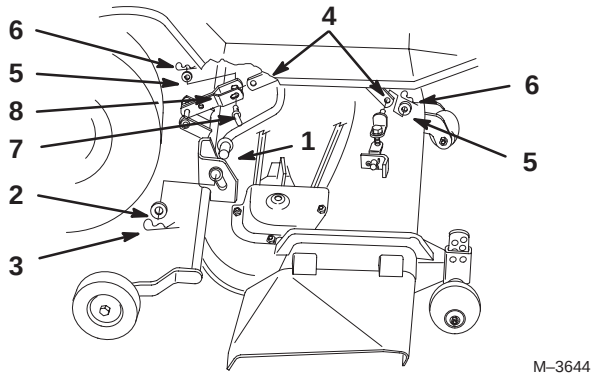

Figure 10
5. Place rear guide bushings, first left side then right, onto lift arms then slide deck left into position (Fig. 10).
6. Secure deck to rear lift arms with 3/4” washers and large hairpin cotters (Fig. 10).
7. Install front adjustable links to front lift arms with 1/2” washer and small hairpin cotter (Fig. 10).
8. Attach rear link to attachment lift with link pin, 1/2” washer and small hairpin cotter (Fig. 10).